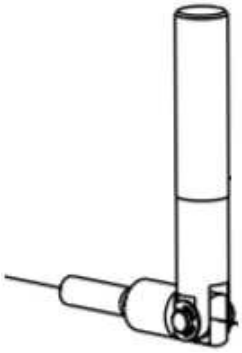

Figure 7
5. If the head *will never* move from left to right, then install the monitor on the shelf. Avoid hitting the pivot handle (see Figure 7 below). If the head *will* be moving, then place the monitor on the table top next to the machine. This way, the pivot handle can be easily reached and moved as necessary.